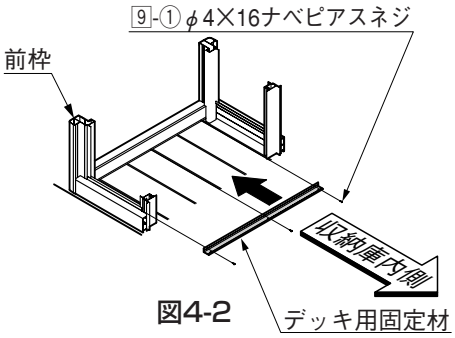

図4-2
❺図4-2のように、デッキ用固定材を前枠に9-①で取付けてください。